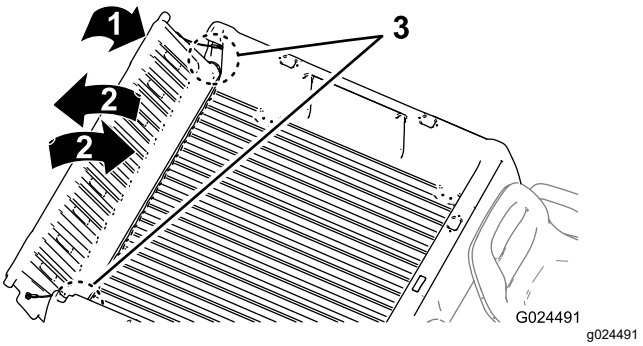

Figur 17
2. Fäll flakskyddet till cirka 45 graders läge (Figur 17).
3. Skaka flakskyddet med korta rörelser för att vrida det framåt och bakåt flera gånger (Figur 17).